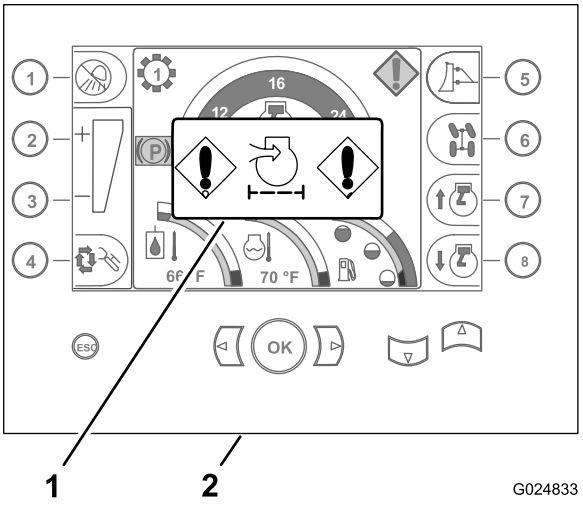

Figure 28
2. Vérifiez si le témoin de colmatage du filtre à air est affiché sur l'écran d'accueil du centre de commande (Figure 28).